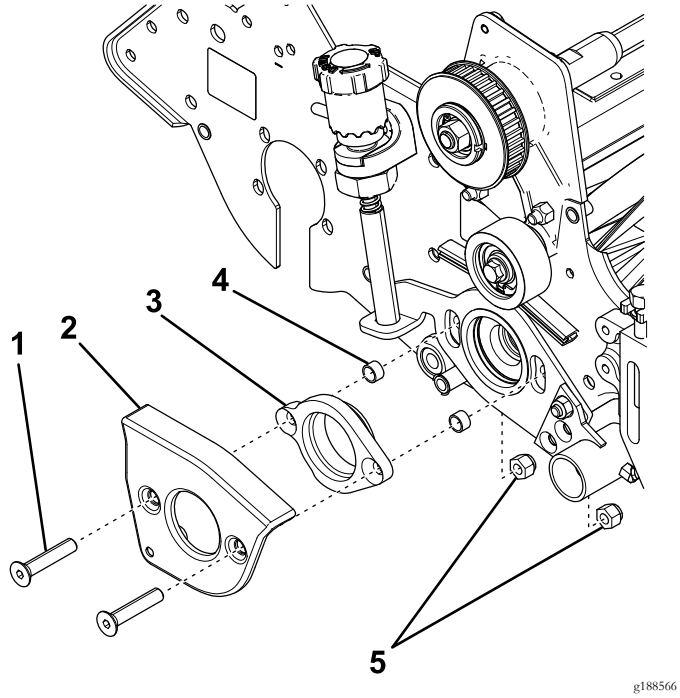

Figura 10
4. Retire los tornillos de cabeza plana, las contratuercas, la cubierta del brazo del groomer y el adaptador del cojinete de la chapa lateral (Figura 10).
5. Retire y deseche los espaciadores (Figura 10).